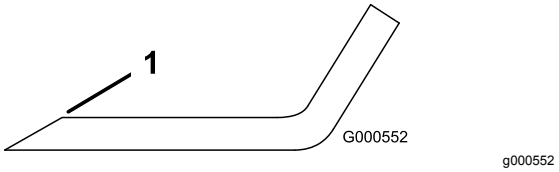

Figur 58
1. Slipa eggarna i båda ändar av kniven med en fil (Figur 58).
Obs: Om kniven inte är balanserad kan du fila bort lite metall från knivens segeldel (Figur 58).